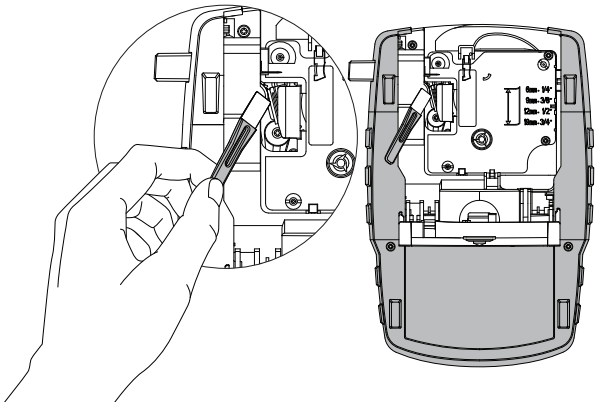

Figuur 7
3. Veeg voorzichtig de kant met het kussentje van de reiniger over de printkop. Zie Figuur 7.